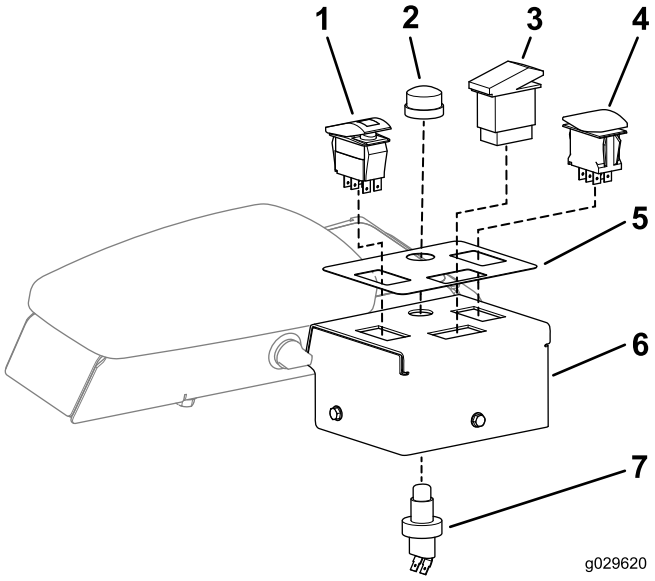

Bild 19
2. Kleben Sie den Scheinwerferbedienfeldaufkleber auf das Bedienfeldgehäuse, wie in Bild 19 abgebildet.
3. Setzen Sie den Blinkerschalter in das linke Loch in der Bedienfeldabdeckung ein (Bild 19).
4. Setzen Sie den Rundumleuchtenschalter in das obere Loch in der Bedienfeldabdeckung ein (Bild 19).
5. Setzen Sie den Warnblinkanlagenschalter in das rechte Loch in der Bedienfeldabdeckung ein (Bild 19).
6. Setzen Sie den Hupenschalter durch das Loch in die Bedienfeldabdeckung ein (Bild 19).
7. Schrauben Sie die Hupentaste aus Gummi auf, um den Hupenschalter an der Bedienfeldabdeckung zu befestigen (Bild 19).